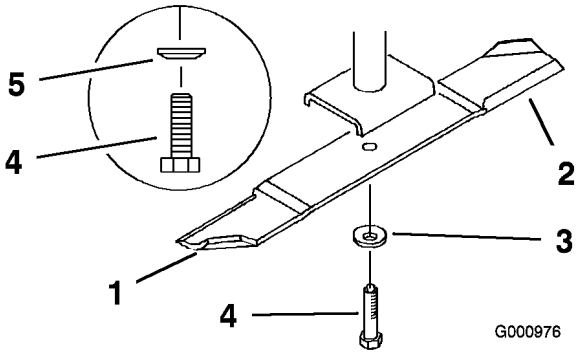

Figur 80
2. Ta bort knivbulten, fjäderbrickan och kniven från spindelaxeln (Figur 80).
kan du fila bort lite metall från knivens segeldel (Figur 80). Upprepa proceduren tills kniven är balanserad.
1. Montera kniven på spindelaxeln (Figur 80).
2. Montera fjäderbrickan och knivbulten. Fjäderskivans kon måste monteras mot bultens huvud (Figur 80). Dra åt knivbulten till 115-150 Nm.